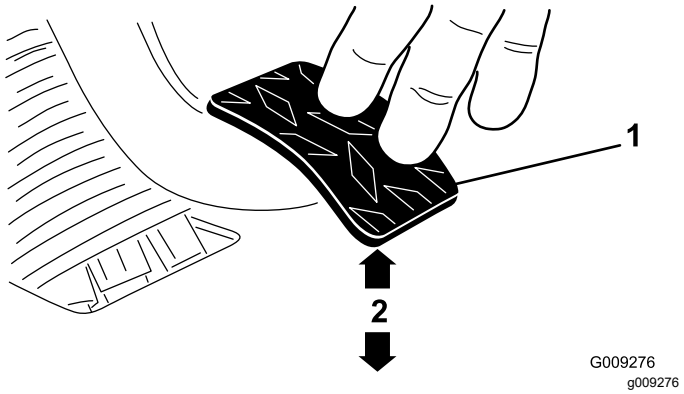

図 65
3. ジャムナットまたはボールジョイントを調整する 1.8 kgの力でクラッチペダルを踏んだ時にペダルの裏面の下端が床のダイヤモンド柄の頂部から 9.2-9.8 cm になるようにする図 65。